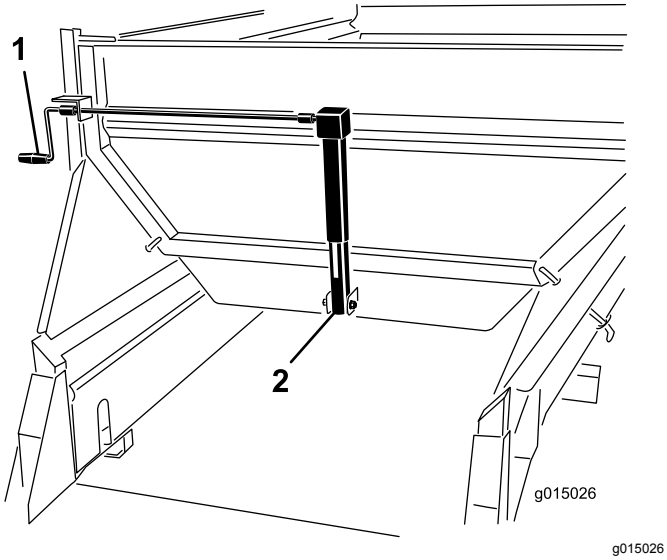

**Rysunek 45**
Obróć korbę, aby wyregulować śluzę (Rysunek 45), aż strzałka wyrówna się ze środkiem części w pożądanym kolorze (żółtym w tym przykładzie).
1. Obróć korbę, aby wyregulować śluzę (Rysunek 45), aż strzałka wyrówna się ze środkiem części w pożądanym kolorze (żółtym w tym przykładzie).